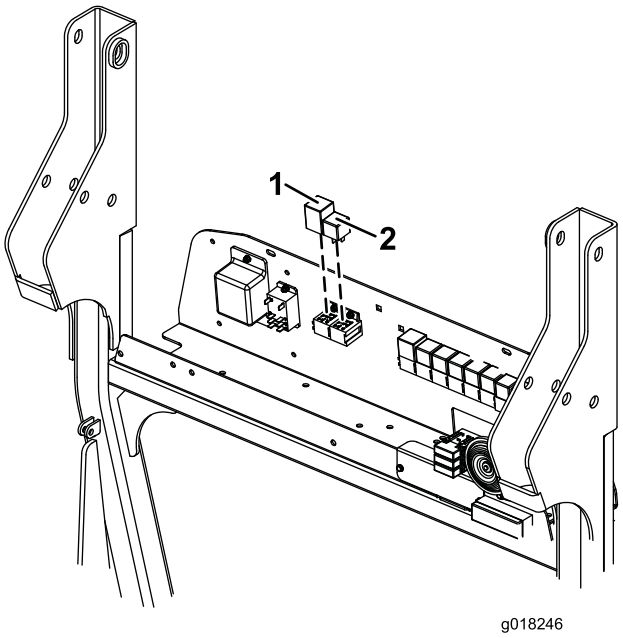

Figure 10
5. Branchez le relais de clignotant à la douille de relais gauche libre et le relais court standard à la douille de relais droite libre (Figure 10).